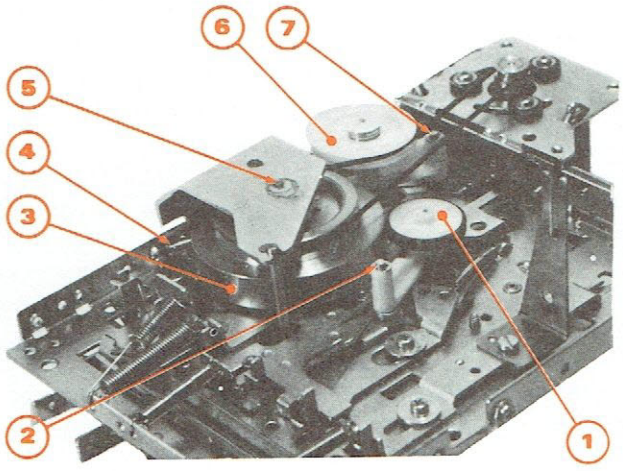

Fig. 36
Si tel n'est pas le cas changer le ressort (4) (Fig. 36).
3° - REGLAGE DU JEU AXIAL DU VOLANT (Fig. 36)
a) Couple de friction en fonction LECTURE (Fig. 36)
- changer l'ensemble poulie à friction (6). Cet ensemble (6) se dépose par traction après avoir enlevé l'anneau d'arrêt (7).
b) Couple de friction en fonction DEFILEMENT AVANT-RAPIDE (Fig. 36)
- changer l'ensemble galet intermédiaire (1). Cet ensemble (1) se dépose par traction après avoir enlevé l'anneau d'arrêt (2).
c) Couple de friction en fonction DEFILEMENT ARRIERE RAPIDE (Fig. 36)